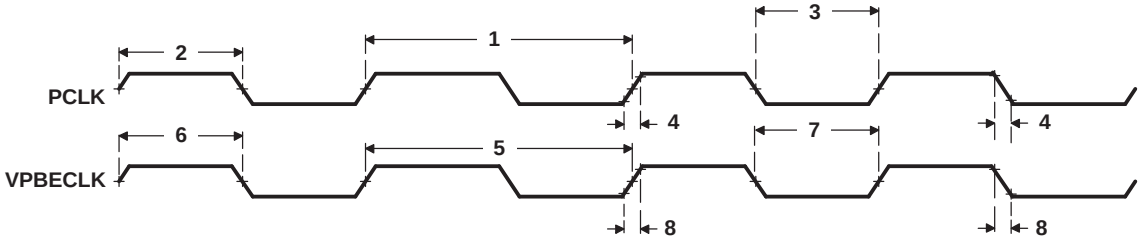

**Figure 6-23. VPBE PCLK and VPBECLK Timing**
**Table 6-42. Timing Requirements for VPBE CLK Inputs(1)(2) (see Figure 6-23)**